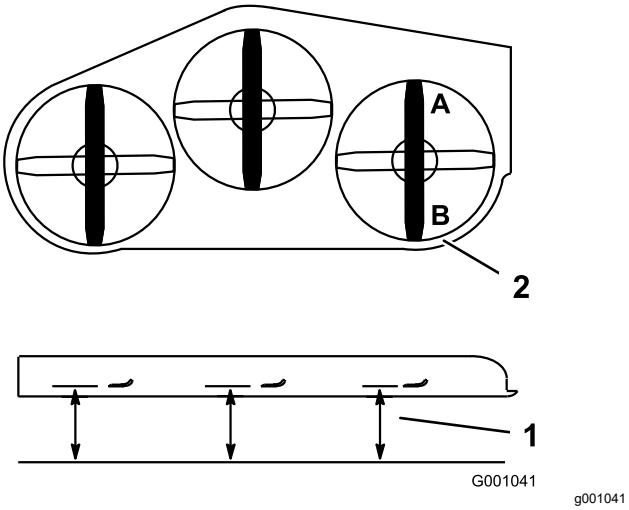

Figur 112
1. Ställ in den **högra** knivens främre-bakre lutning (Figur 112).
2. Mät den högra kniven vid punkt **A**, från en plan yta till knivens egg (Figur 112).
4. Mät den högra kniven vid punkt **B**, från en plan yta till knivens egg (Figur 112).
6. Gräsklipparkniven ska vara 6–10 mm lägre vid punkt **A** än punkt **B** (Figur 112). Fortsätt till nästa steg om detta inte är korrekt.